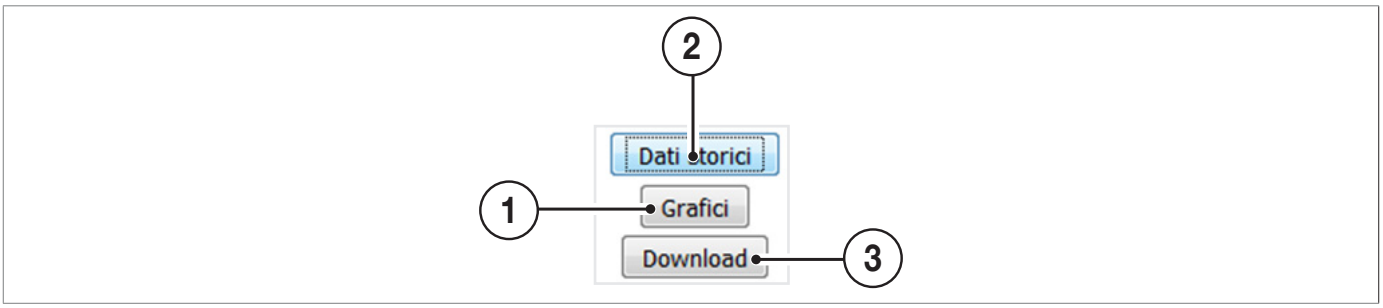

Fig. 5.14. Options for viewing logged data
In “Logged data” you can view the logged data in graphic (1) or text (2) format and download it (3), choosing one of the three available submenus (Fig. 5.14):